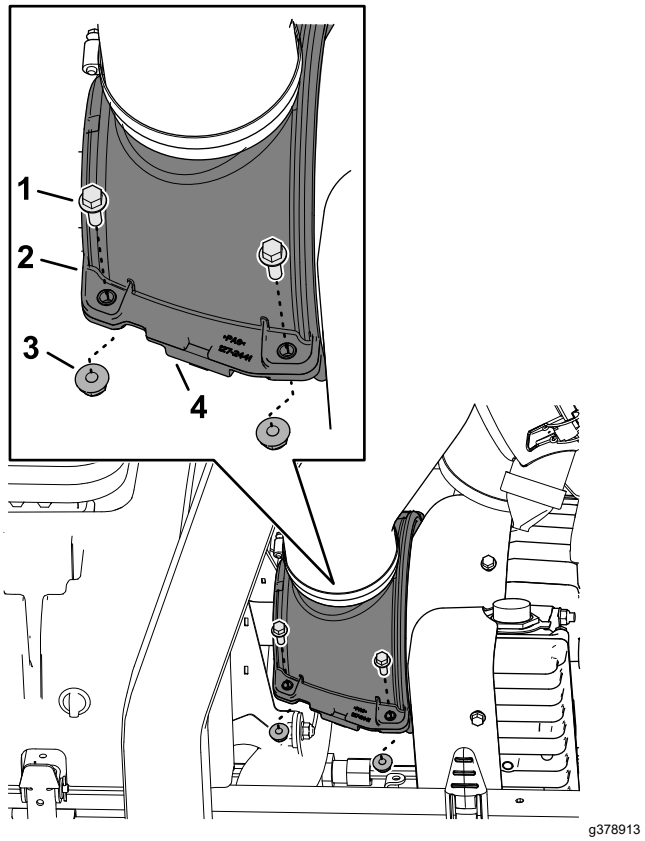

Figuur 68
3. Bevestig de helften van de koelschermen van de generator en de compressie-begrenzerpennen; gebruik hierbij de 4 flenskopschroeven en 4 flensborgmoeren (Figuur 68).